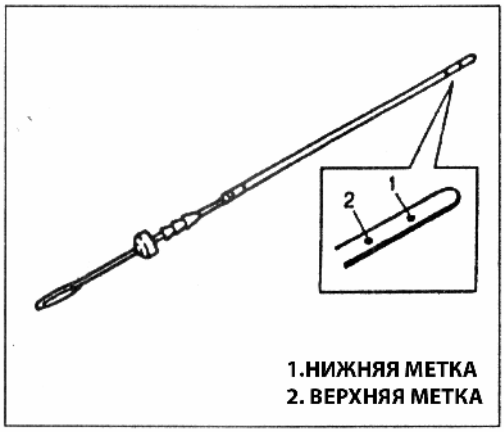

Рис. 8
**Если уровень моторного масла низкий, то добавьте моторное масло до достижения уровня верхней метки (Рис.8).**